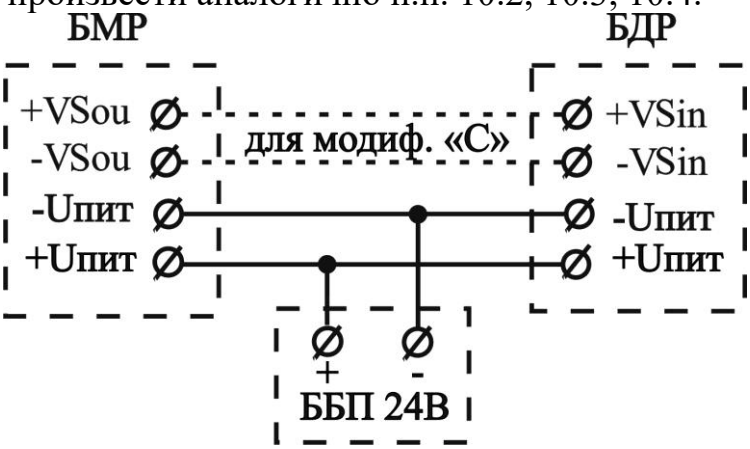

Рис. 10.4
10.6.3 Схема подключения между собой блоков БМР и БДР указана на рис. 10.4